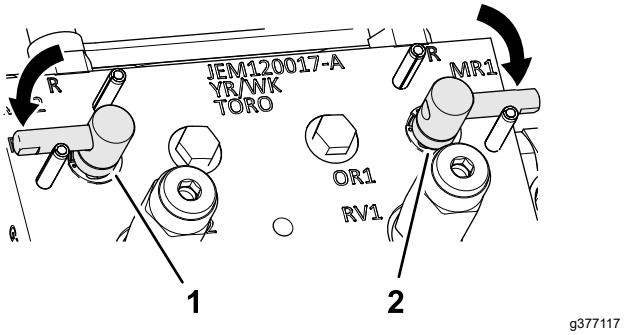

Рисунок 148
3. Установите рычаги заточки обратным вращением в положение F (скашивание) (Рисунок 148).